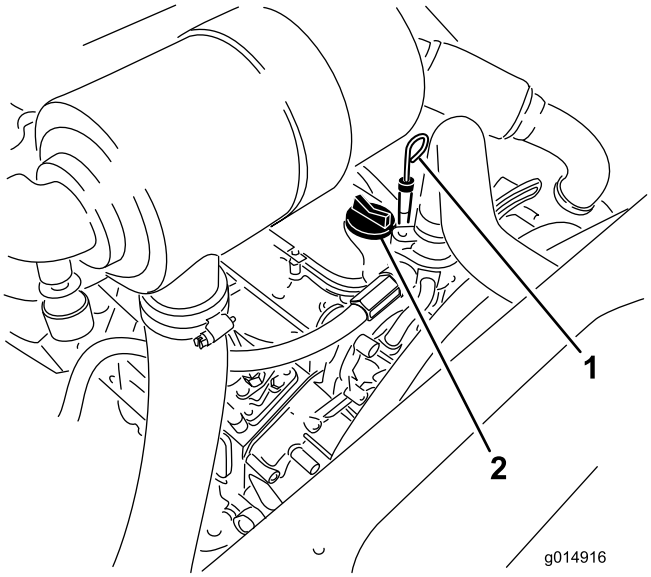

Figur 44
3. Ta ut peilestaven, tørk den ren og sett den tilbake på plass (Figur 44).
5. Hvis oljenivået er under full-merket, tar du av oljelokket (Figur 44) og fyller olje til nivået når opp til full-merket på peilestaven.